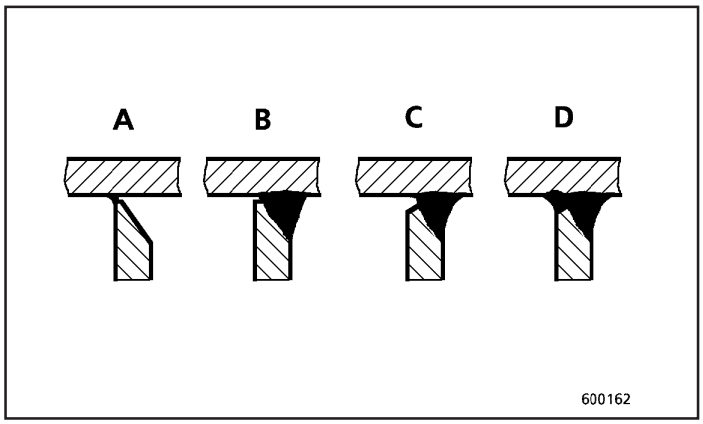

Fig.53
3.6.2.1 Uniões em “T” (Fig. 53) acessíveis pelos dois lados